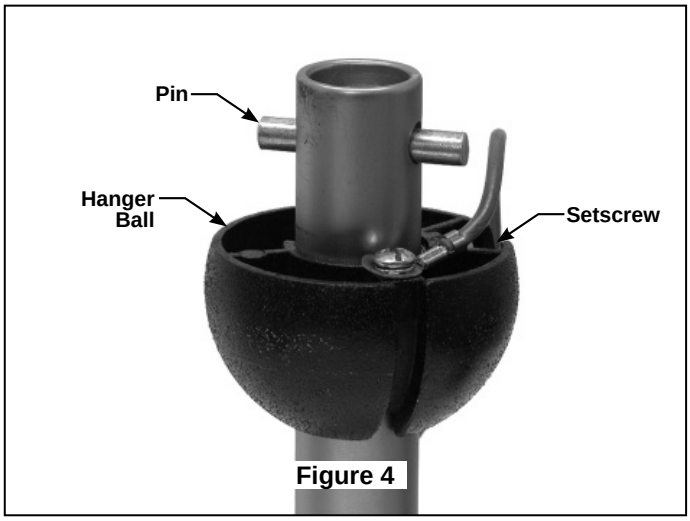

Figure 4
4. Remove the Hanger Ball by loosening the setscrew in the Hanger Ball until the ball falls freely down the Downrod. (Figure 4) Remove the Pin from the Downrod, then remove the Hanger Ball. Retain the Pin and Hanger Ball for reinstallation in Step 8.
8. Reinstall the Hanger Ball (Figure 4) on the Downrod as follows. Route the three 80˝ wires and support cable through the Hanger Ball. Position the Pin through the two holes in the Downrod and align the Hanger Ball so the Pin is captured in the groove in the top of the Hanger Ball. Pull the Hanger Ball up tight against the pin. **Securely tighten the setscrew in the Hanger Ball. A loose setscrew could create fan wobble.**